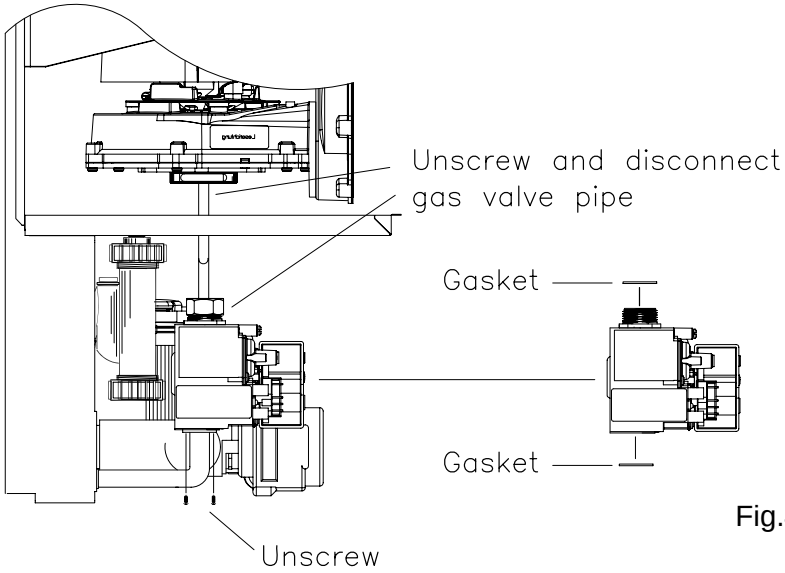

Fig.46
8.7 **TO REMOVE/REPLACE GAS VALVE . (Fig.46).**
8.7.3 Unscrew and disconnect gas valve pipe (Fig. 46).